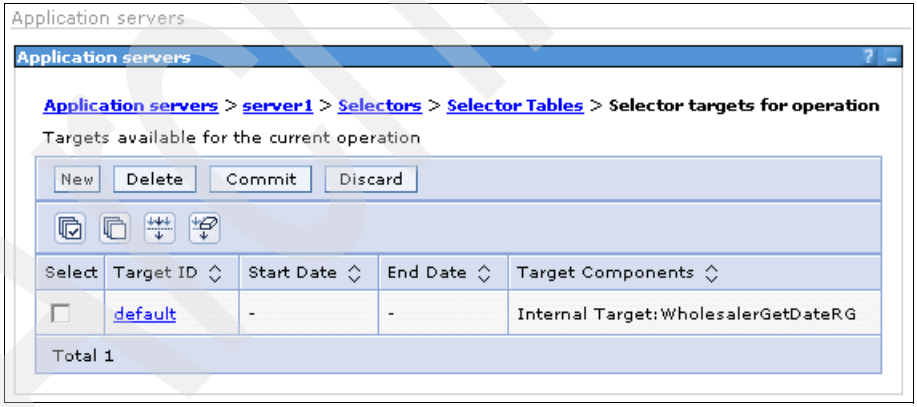

Figure D-13 The selector targets for the getDeliveryDays operation
f. In the Selector targets for operation window (Figure D-13), click **New**.